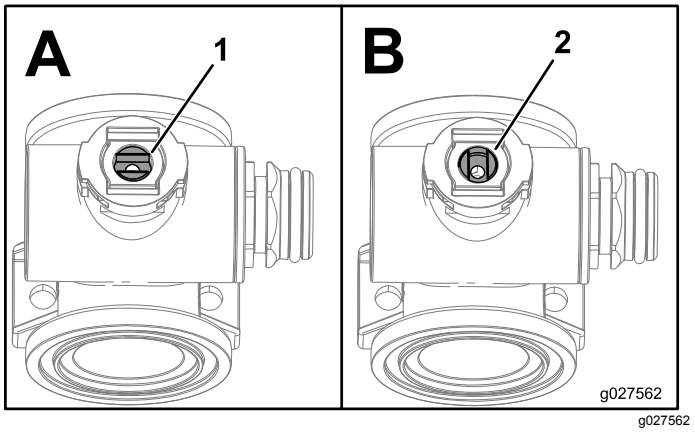

Figur 122
1. Placer ventilspindelen, så den er i lukket position (Figur 122 B).